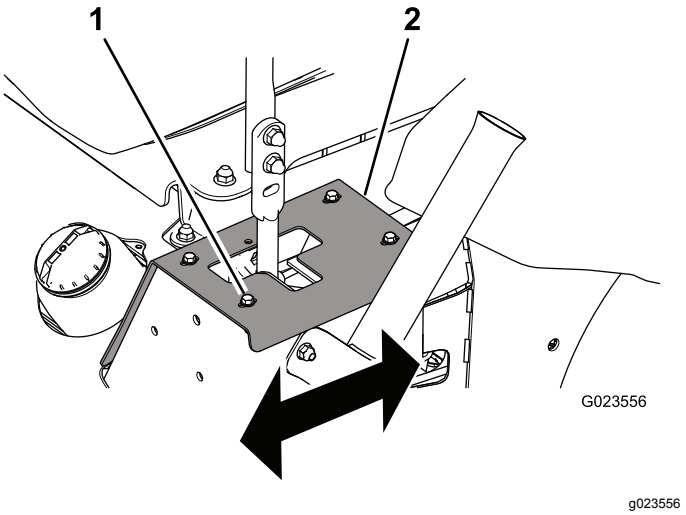

**Figur 55**
- Hvis den sporer mod højre, skal boltene løses, og venstre stopplade skal justeres bagud, indtil maskinen sporer lige (Figur 55).
- Hvis den sporer mod venstre, skal boltene løses, og højre stopplade skal justeres bagud, indtil maskinen sporer lige (Figur 55).
1. Bolt (4)
3. Stram boltene for at fastgøre stoppladen (Figur 55).